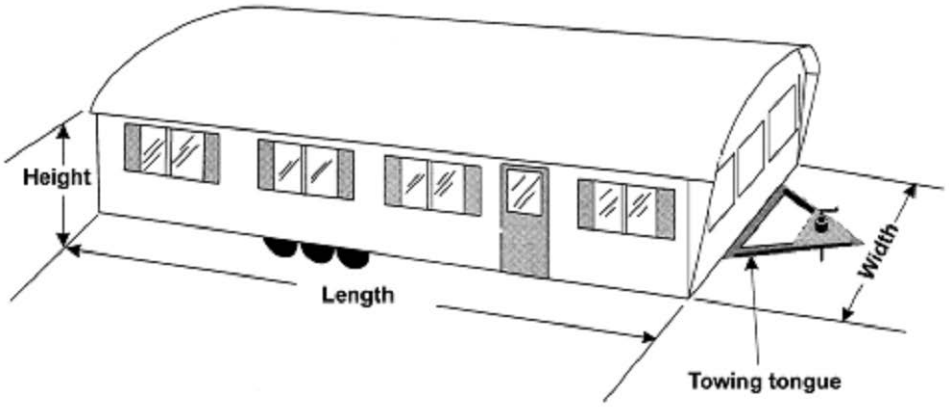

Figure 8.3. Dimensions associated with a manufactured home.
- **Length** – Enter the length of the home in units of feet (see Figure 8.3). The home length is the length of the living space. Do not include the length of the towing tongue that extends out from one end of the manufactured home. *Required*.
- **Width** – Enter the width of the home in units of feet (see Figure 8.3). *Required*.
- **Exterior Wall Height** – Enter the height of the exterior wall of the home in units of feet as measured from the floor to the ceiling inside the home (see Figure 8.3). Make this measurement in any portion of the house that does not have a raised or cathedral ceiling. *Required.*